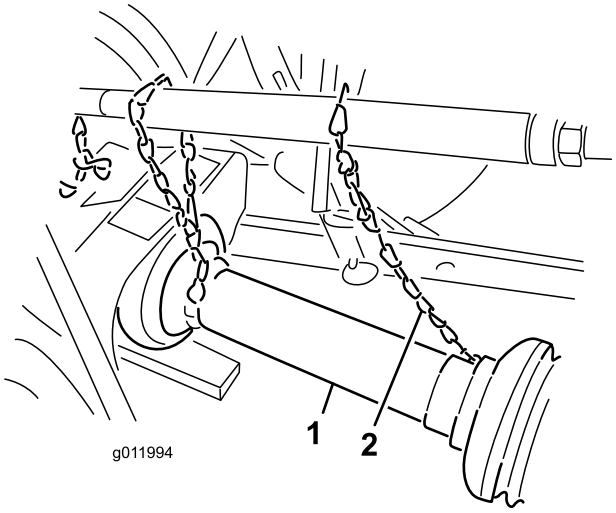

**Figuur 6**
4. Druk de pen in om de aftakas op zijn plaats te bevestigen en schuif de aftakas naar achteren en naar voren om te controleren of deze goed is vergrendeld (Figuur 6).
5. Sluit de kapbeveiligingsketten van de aandrijfasdelen aan op de gelaste klemmen van de verbindingsarmen of op de aftakaskappen (Figuur 6).